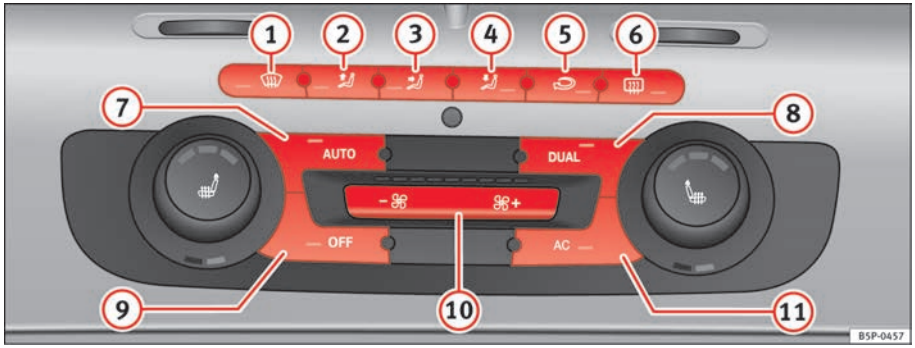

Fig. 131 On the dash panel: 2C Climatronic controls
– Turn the temperature control knobs ⇒ fig. 131 (9) or (14) in order to adjust the temperature on the left hand side or the right hand side respectively.
– Press the AUTO ⇒ page 157, fig. 131 button. “AUTO High” is shown on the radio display (high fan speed).
– Press the AUTO button again ⇒ page 157, fig. 131. “AUTO Low” is shown on the radio display (low fan speed).